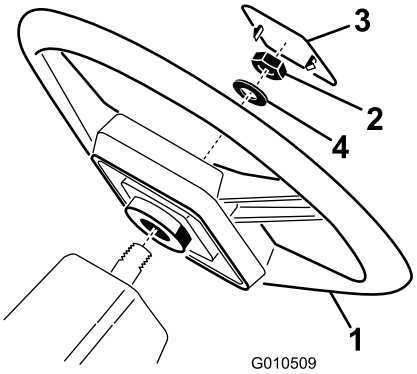

Figuur 3
1. Verwijder de moer van de stuuras. Schuif het stuurwiel en de ring op de stuuras (Figuur 3).